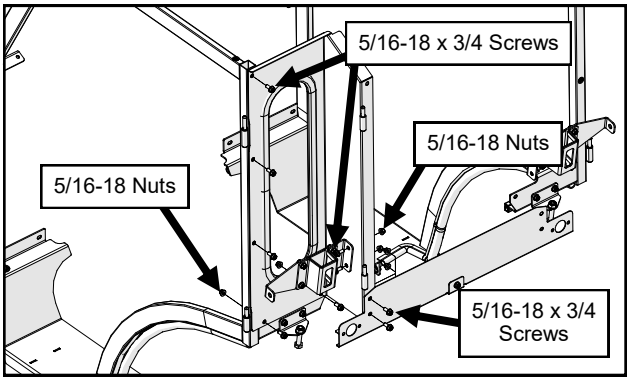

Fig. 5.1 (Attach Rear Leg)
5.1 Slide the left rear leg between the side frame, ROPS, and lower rear cross, and secure with hardware. See Figure 5.1.